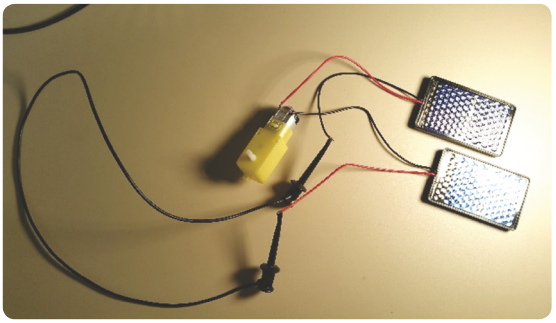

**FIGURE 8.40** (Step 15) DC motor with two solar cells in series. Follow the colors of the lead wires as shown.
15. **Using SCs to do work.** Remove the piece of paper. Put two SCs in series with the DC motor, as shown in Fig. 8.40, but using clip leads as needed. Use the series solar cells to drive the motor with the two cells in series and with the incandescent bulb held in your hand without the shield. Move the bulb closer and further to get the most power out. What do you observe? Try this with the other bulbs for comparison. Turn out the light as soon as you are done to let the SCs cool.